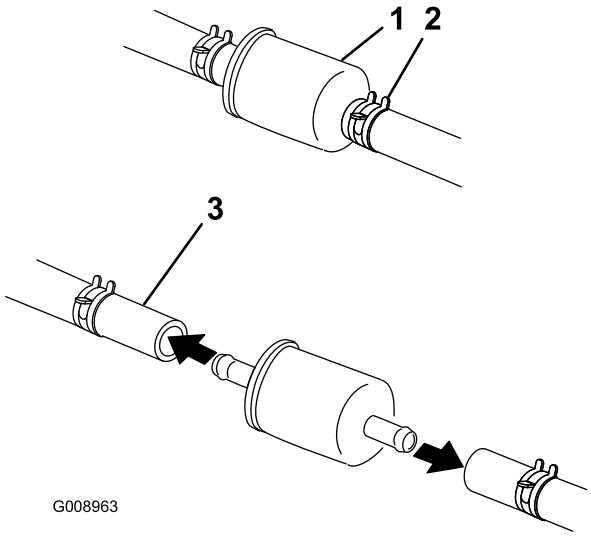

Figur 61
6. Kläm ihop ändarna på slangklämmorna och skjut bort dem från filtret (Figur 61).
8. Montera ett nytt filter och för tillbaka slangklämmorna tätt intill filtret igen (Figur 61).